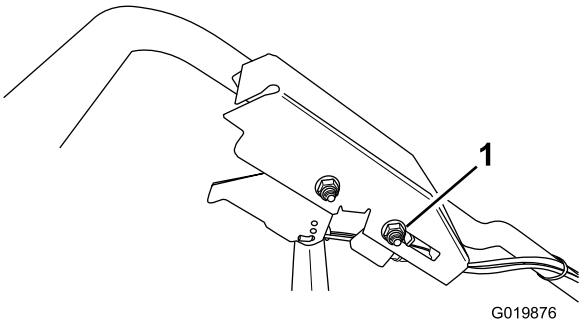

Figuur 38
2. Draai de moer van de kabelbeugel los (Figuur 38).